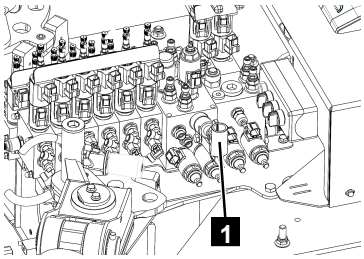

Fig. 154
5. Insert the hand pump lever into the hand pump (Fig.154/1).
6. Actuate the desired valve as per the table below pulling or pushing it and pumping the hand pump (Fig.154/1) at the same time until the selected assembly has reached the desired position.
7. An electric back-up pump can be installed as an option. To do this, press the button on the back-up pump (Fig.154) until the selected assembly has reached the desired position.